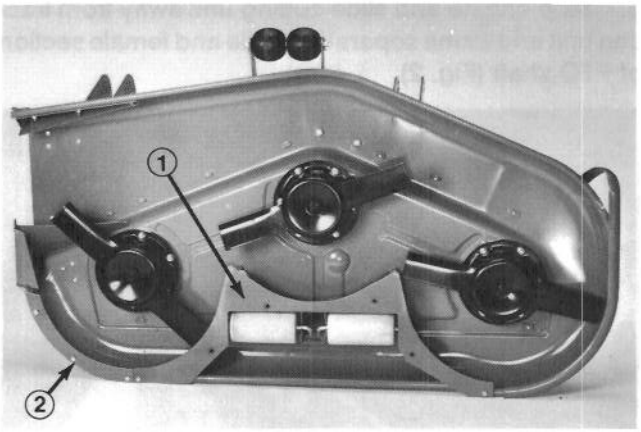

Figure 9
6. Using baffle as a template, mark and drill (3) 3/8" dia. holes thru deck.
7. Secure baffle to deck with (2) 5/16 – 18 x 3/4" lg. carriage bolts, (1) 5/16 – 18 x 7/8" lg. capscrew and (3) locknuts.
8. Position center ring baffle on deck (Fig. 9). Using a long thin pencil or punch, mark (4) mounting holes in deck. Holes may already be in deck.
9. Drill (4) 13/32" holes in deck, if required.
10. Mount center baffle to deck with (4) 3/8 – 16 x 1" lg. capscrews and lockwashers (Fig. 9).
11. Using center baffle as a template, mark and drill (2) 9/32" dia. holes through center of curved edge of deck (Fig. 9).
12. Secure baffle to edge of deck with (2) 1/4 – 20 x 3/4" lg. capscrews and locknuts (Fig. 9).
13. Align right ring baffle with end of center baffle and edge of deck (Fig. 9). Mark and drill (3) 9/32" dia. holes in center of curved edge of deck.
14. Secure right baffle to deck with (3) 1/4 – 20 x 3/4" lg. capscrews and locknuts.